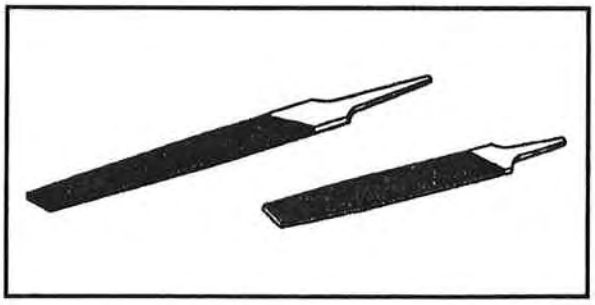

Figure 3-51. Flat files
- Flat files—the most widely used type of file (Figure 3-51). They are used for the same type of work as hand files. Flat files are made either with double-cut or single-cut sides; both varieties have single-cut edges, which allows them to cut on both edges and sides. They are slightly tapered toward the point.